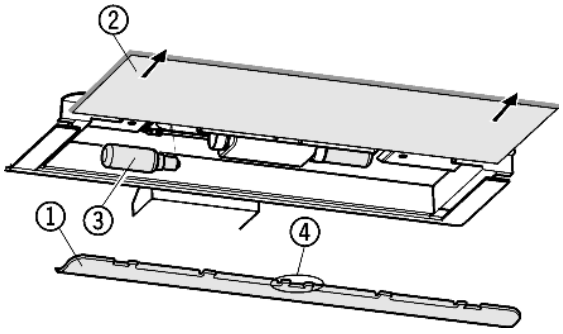

Fig. 12
- ▶ Снятие накладки *Fig. 12 (1)*: сзади возьмитесь пальцем за накладку и снимите её с фиксатора.
- ▶ Извлеките стеклянную полку *Fig. 12 (2)*.
- ▶ Лампу накаливания *Fig. 12 (3)* заменить.
- ▶ Установка накладки на место: защелкните справа и слева, следя за тем, чтобы средний крюк *Fig. 12 (4)* захватил стеклянную полку.